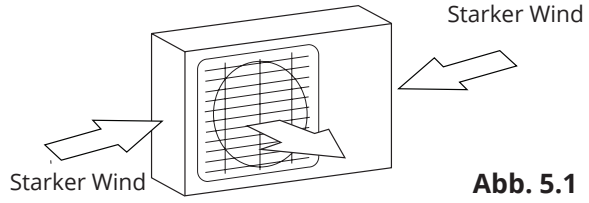

Abb. 5.1
- Sorgen Sie dafür, dass sich das Gerät möglichst weit entfernt von den Wohnungen der Nachbarn befindet, damit diese nicht vom Lärm des Geräts gestört werden. Wenn der Aufstellplatz starkem Wind ausgesetzt ist, z.B. in Küstennähe, muss das Gerät möglichst nah an der Wandfläche installiert werden, um es vor dem Wind zu schützen. Wenn erforderlich, benutzen Sie eine Markise. (Siehe Abb. 5.1 und 5.2)